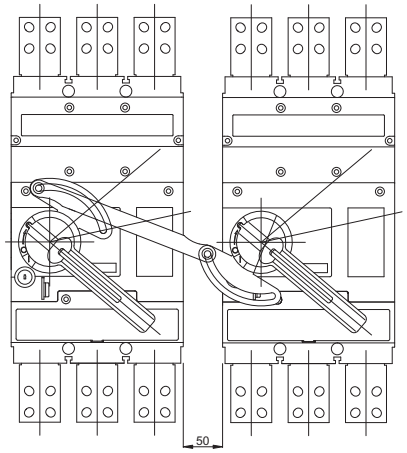

Рис. 1
■ Блокировку можно использовать между двумя автоматическими выключателями BL1000S или BL1600S или между выключателями BL1000S и BL1600S. Оба автоматических выключателя должны быть снабжены ручным приводом (как минимум блоком ручного привода и рычагом ручного привода) см. стр. H40. Для использования блокировки следует, безусловно, соблюдать размеры, которые обозначены на рис. 1 и 2.